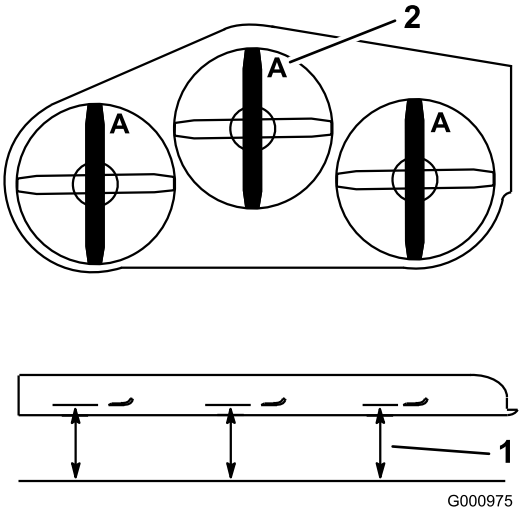

Figur 93
3. Drej knivene, indtil enderne vender fremad og bagud (Figur 93).
4. Mål fra en plan overflade til knivenes skærekant, position **A** (Figur 93).